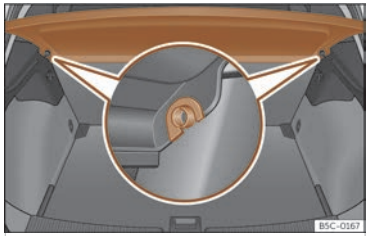

Fig. 184 In the luggage compartment: removing and installing the shelf.
- Remove the rear shelf from the side supports ››› **Fig. 184** by pulling it upwards and then take it out.
- Insert the cover horizontally so that the "recess" slots over the support fittings ››› **Fig. 184** and press down until it engages.